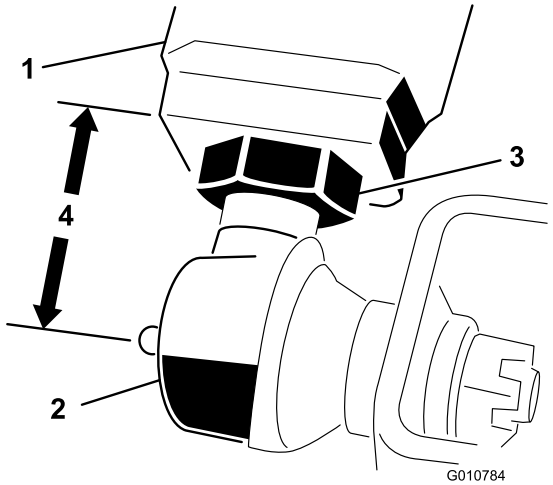

Figure 5
2. Mesurez l'écart entre le bout de chaque bras de relevage et le centre de la rotule (graisseur). Il doit y avoir un écart de 57 mm (Figure 5).